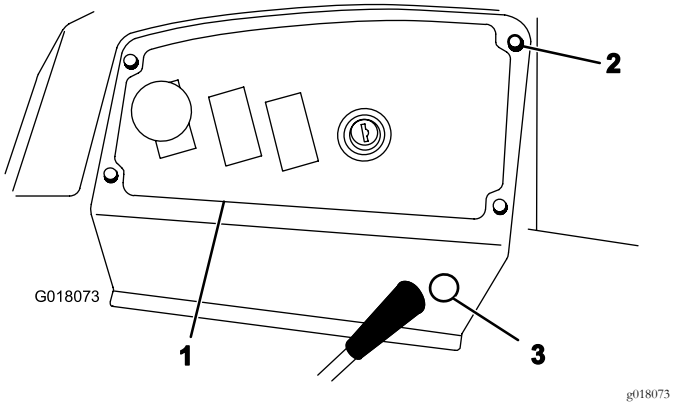

Bild 2
1. Nehmen Sie die vier Daumenschrauben ab, mit denen die Armaturenbrettplatte an der Maschine befestigt ist (Bild 2).
6. Entfernen Sie die ausgestanzte Blende von der Seite der Armaturenbrettplatte (Bild 2).